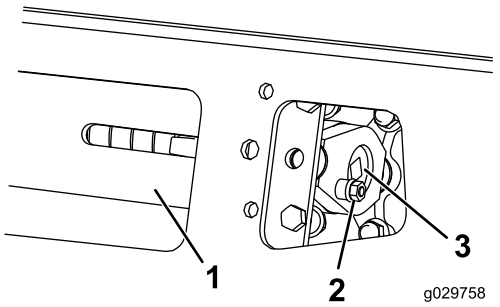
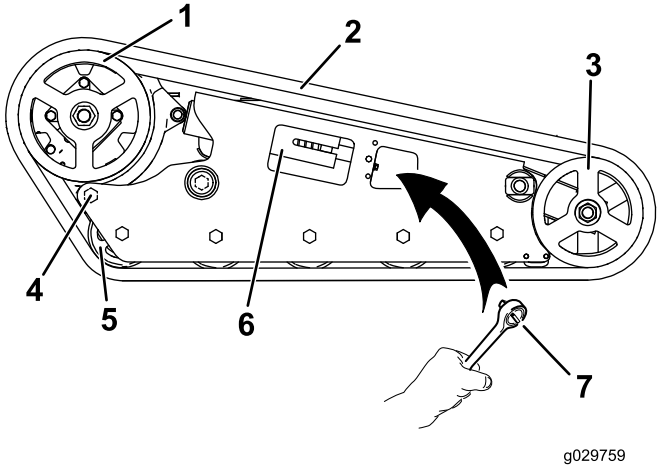

Rysunek 53
Rysunek 54
3. Odkręć śrubę zabezpieczającą i nakrętkę (Rysunek 53).
5. Ustaw najbliższe nacięcie na śrubie napinającej równo z otworem śruby zabezpieczającej i unieruchom śrubę za pomocą śruby zabezpieczającej i nakrętki (Rysunek 53).
3. Za pomocą klucza nasadowego 1/2 cala uwolnij napięcie gąsienicy, obracając śrubę napinającą w prawo (Rysunek 53 oraz Rysunek 54).
4. Poluzuj tylną śrubę w pobliżu koła napędzającego (Rysunek 54).
6. Po zdjęciu gąsienicy z przedniego koła zdejmij ją z koła napędowego oraz kół jezdnych (Rysunek 54).
7. Rozpoczynając od koła napędowego, nawiń wokół niego nową gąsienicę, upewniając się, że zęby gąsienicy wpasowały się między przekładki koła napędowego (Rysunek 54).
8. Wepchnij gąsienicę pod oraz pomiędzy koła jezdne (Rysunek 54).